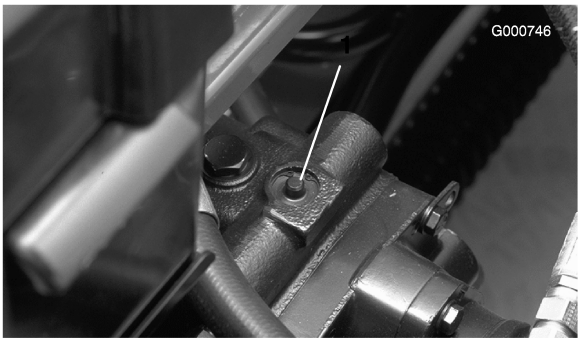

Figuur 25
1. De omloopklep bevindt zich op de regelbare pomp (Figuur 25). Draai de klep 90° in een van beide richtingen om deze te openen en de olie inwendig om te laten leiden. Omdat de vloeistof is omgeleid, kan de machine worden voortbewogen zonder dat de transmissie wordt beschadigd.